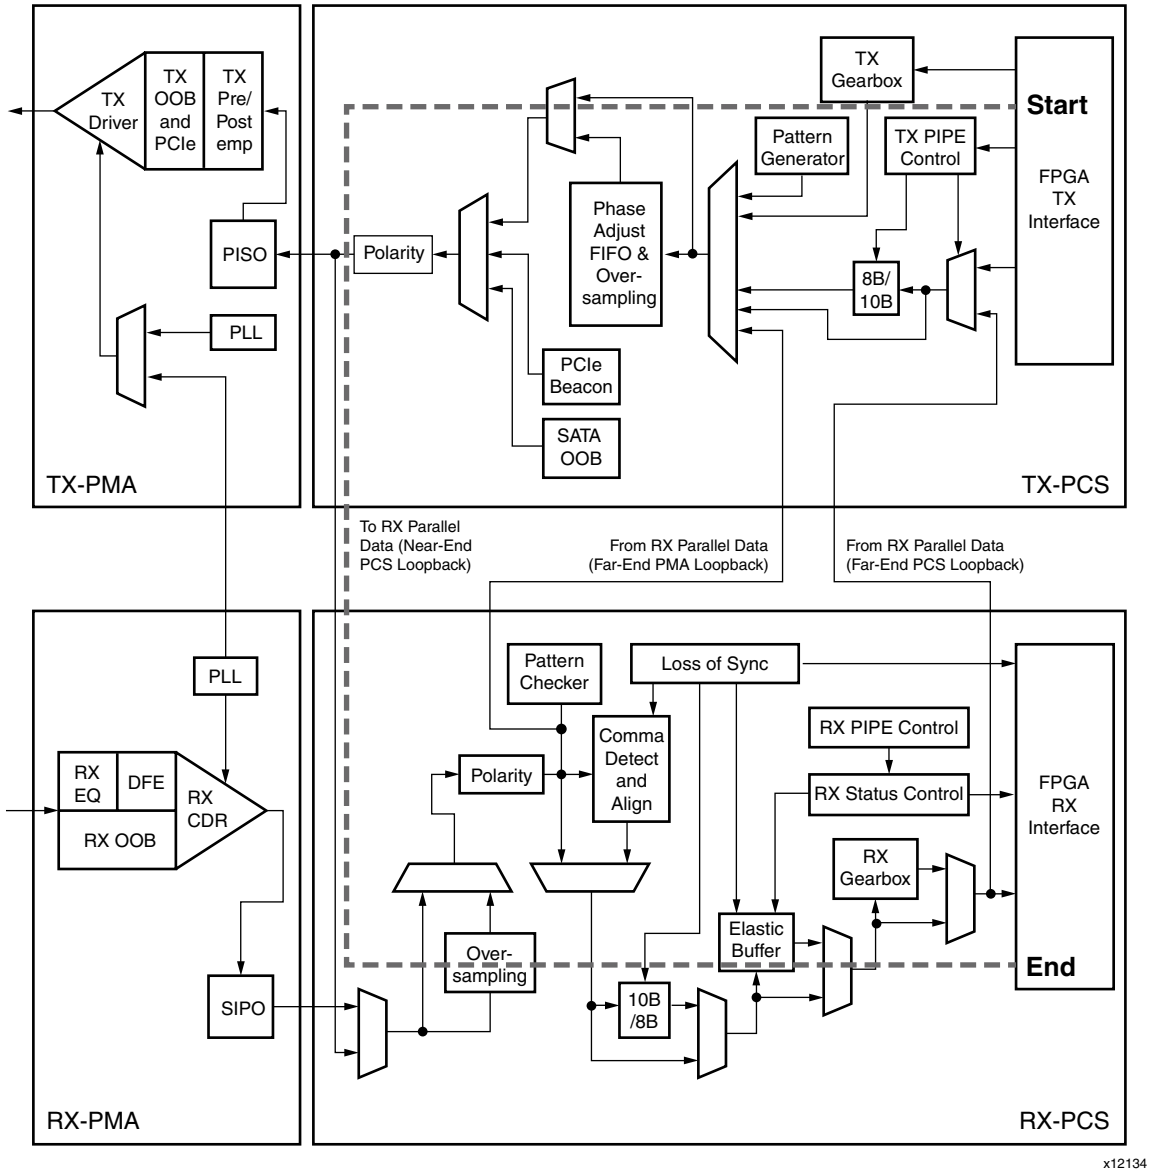

Figure 6: **GTX Loopback Path**
- **Near-End PCS.** The circuit is entirely contained within the near-end GTX transceiver. The loopback path starts from the TX fabric interface, passes through the PCS, and returns immediately to the RX fabric interface without passing through the PMA side of the GTX channel as shown Figure 6.